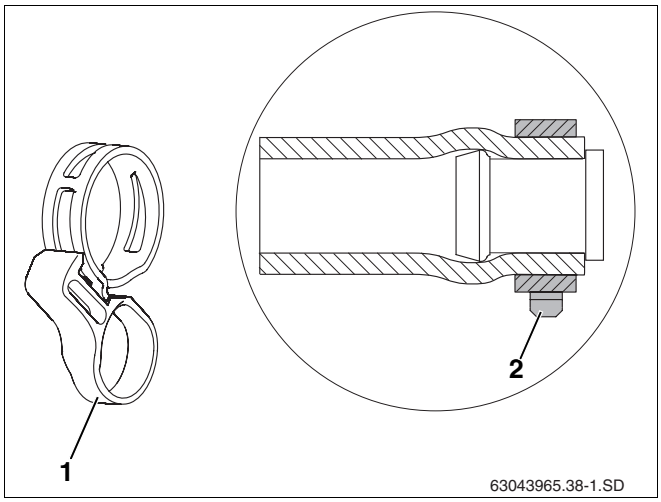

Afb. 39 Veerklemring met beveiligingsring en in gemonteerde toestand aan de voorgemonteerde blindstop
- De correcte positie van de veerklemring (afb. 39, **pos. 2**) moet gegarandeerd zijn vooraleer de veiligheidsring (afb. 39, **pos. 1**) verwijderd wordt. Als de ring nadien met tangen wordt losgedraaid, kan dat de spankracht ervan beïnvloeden.